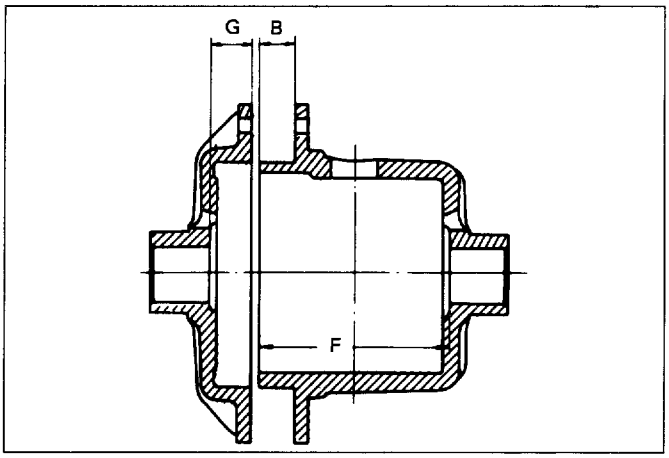

Fig. 4B-80
2) Measuring the dimension between the thrust washers at both ends (Fig. 4B-81).
- Measure the dimension (H) between thrust washers at both ends.